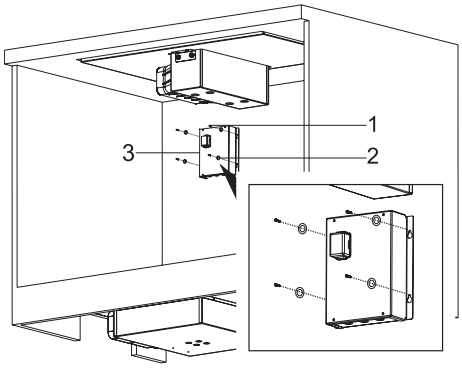

Abb. 15
10. Die M4 Scheiben mit den 4 Schrauben (3,9 x 22) verbinden und die Elektronikbox an die Arbeitsplatte montieren (Abb. 15).